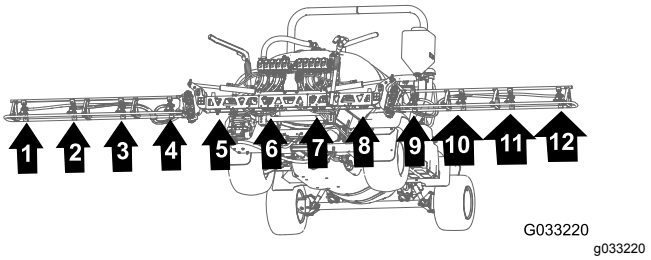
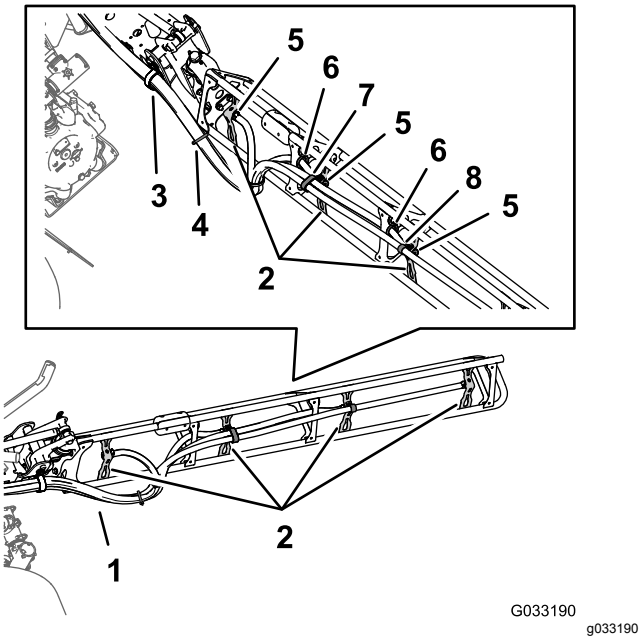

Figur 106
Figur 107
1. Dra slangarna till sprutmunstyckena 1, 2, 3 och 4 genom R-klämman på vänster yttersida av centersprutrampssektionen (Figur 106 och Figur 107).
2. Dra slangarna till sprutmunstyckena 7, 8, 9 och 10 genom R-klämman på höger yttersida av centersprutrampssektionen (Figur 106 och Figur 107).
till sprutmunstyckena 1 och 10 enligt Figur 106 och Figur 107.
4. Dra tillförselslangarna (234 cm) och slangskaften med hulling (3/4 tum) längs sprutrampssektionen till sprutmunstyckena 2 och 9 enligt Figur 106 och Figur 107.
5. Dra tillförselslangarna (188 cm) och slangskaften med hulling (3/4 tum) längs sprutrampssektionen till sprutmunstyckena 3 och 8 enligt Figur 106 och Figur 107.
6. Dra tillförselslangarna (188 cm) och slangskaften med hulling (3/4 tum) längs sprutrampssektionen till sprutmunstyckena 4 och 7 enligt Figur 106 och Figur 107.
7. Bunta ihop de fyra slangarna till sprutmunstyckena med ett kabelband enligt Figur 107.